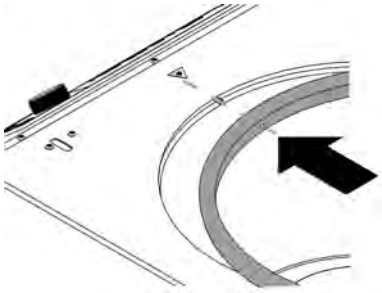

Fig. 69: Inserting new lid seal
2. Position the lid seal with the hole for the temperature sensor at front (centred at the temperature sensor), and stick the temperature sensor through it (*Fig. 69*).